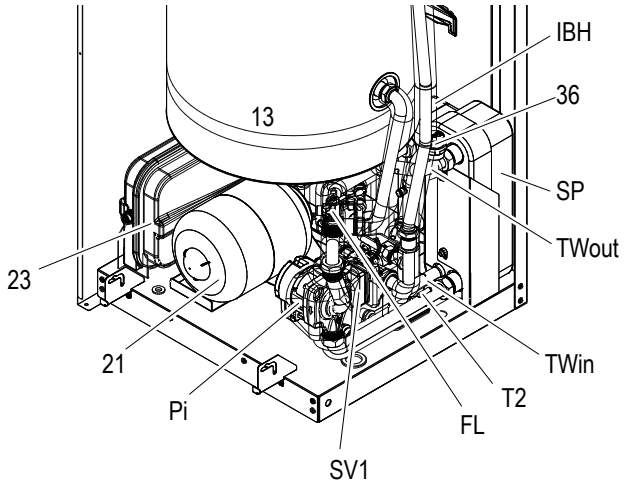
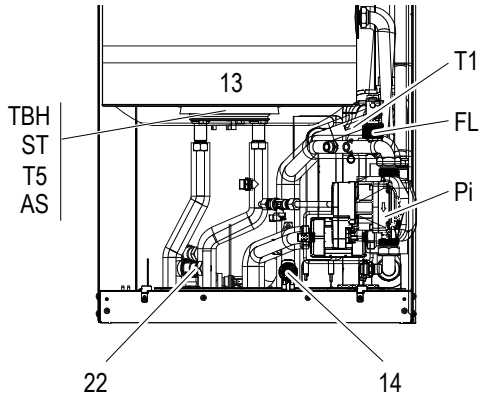
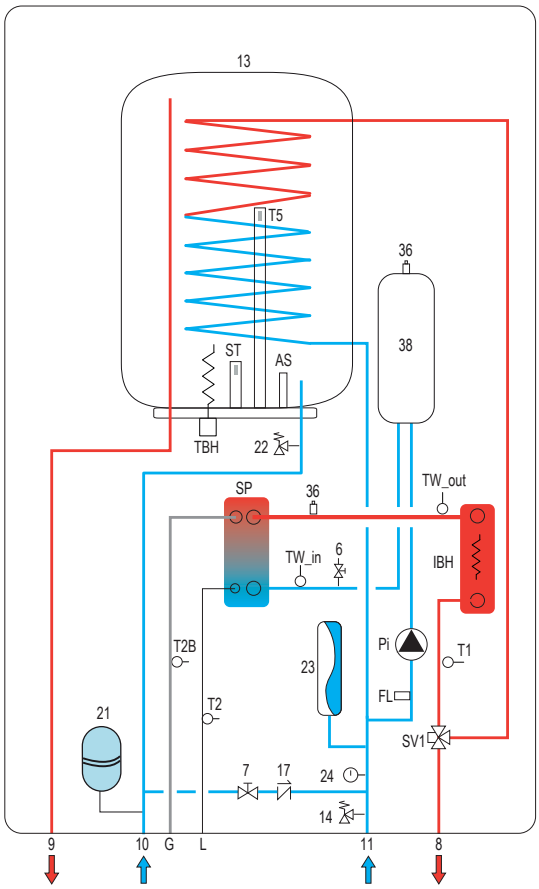
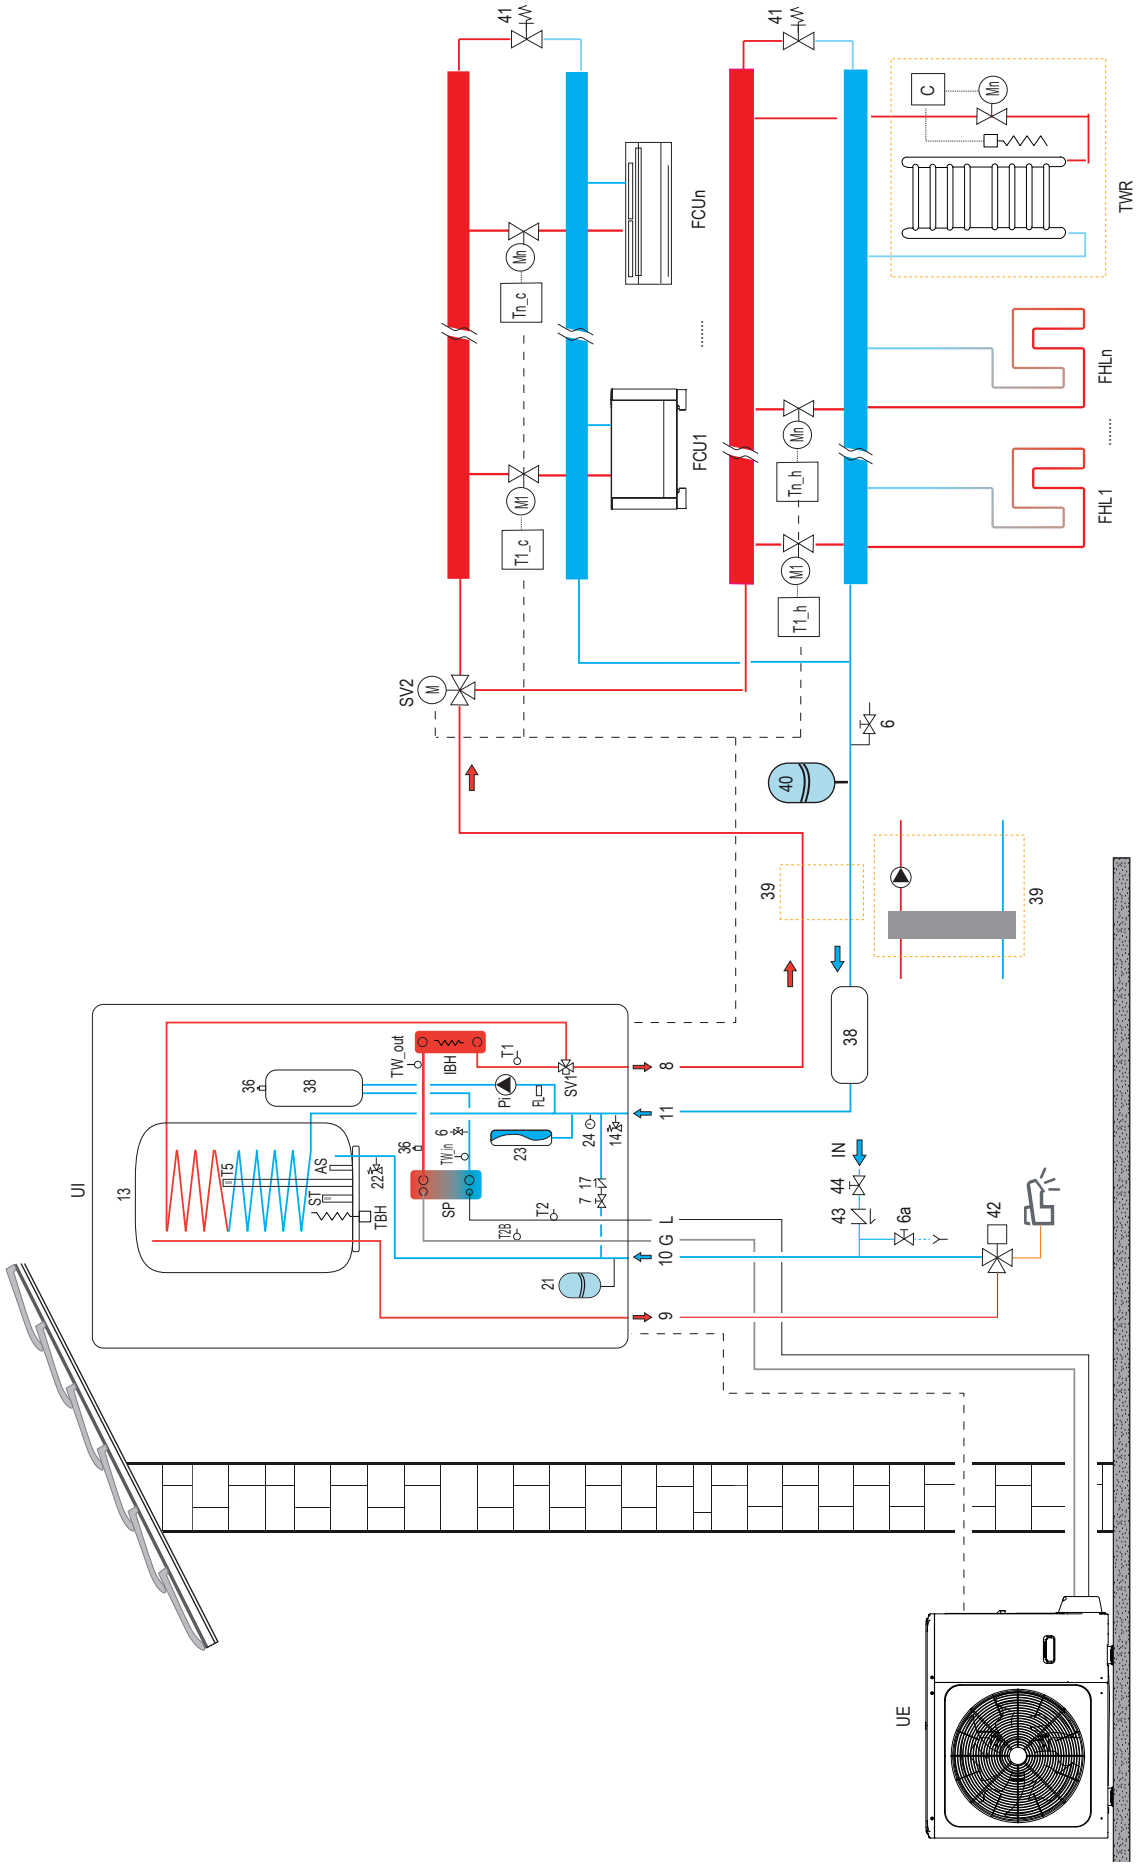

fig. 4 - Vista general
fig. 5 - Descripción de los componentes - vista frontal (sin ref 21 y 23)
fig. 6 - Esquema hidráulico unidad interior
fig. 7 - Ejemplo de diagrama del sistema
LEYENDA ("fig. 4 - Vista general", "fig. 5 - Descripción de los componentes - vista frontal (sin ref 21 y 23)", "fig. 6 - Esquema hidráulico unidad interior", "fig. 7 - Ejemplo de diagrama del sistema"
Para la leyenda de la fig. 7, consulte la página anterior.